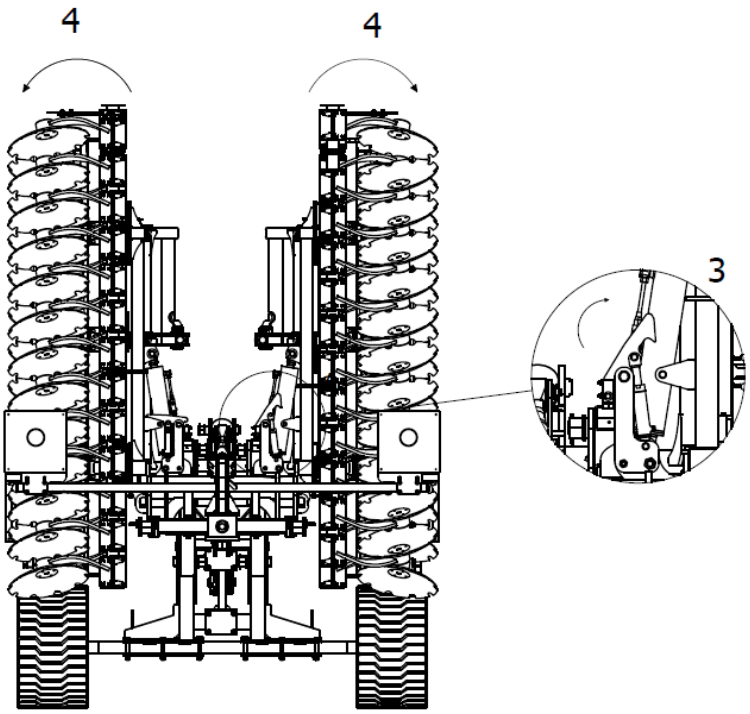

Rysunek 10 Sekwencja otwierania maszyny: 3- uwolnienie haka mechanizmu hydraulicznej blokady skrzydeł 4- otwieranie skrzydeł maszyny.
3. Upewniwszy się, że hak mechanizmu hydraulicznej blokady skrzydeł umożliwi odblokowanie skrzydeł maszyny, można przystąpić do ich całkowitego otwarcia (rys.10).